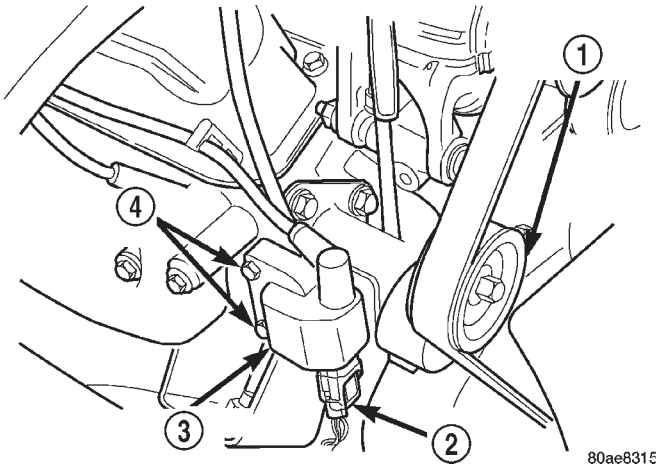

Fig. 3 Ignition Coil—5.9L Engines—Typical
(4) Inspect ignition coil connections. Verify that coil secondary cable is firmly connected to coil (Fig. 3).
(5) Verify that distributor cap is correctly attached to distributor. Be sure that spark plug cables are firmly connected to the distributor cap and the spark plugs are in their correct firing order. Be sure that coil cable is firmly connected to distributor cap and coil. Be sure that camshaft position sensor wire connector (at the distributor) is firmly connected to harness connector. Inspect spark plug condition. Refer to 8, Ignition. Connect vehicle to an oscilloscope and inspect spark events for fouled or damaged spark plugs or cables.